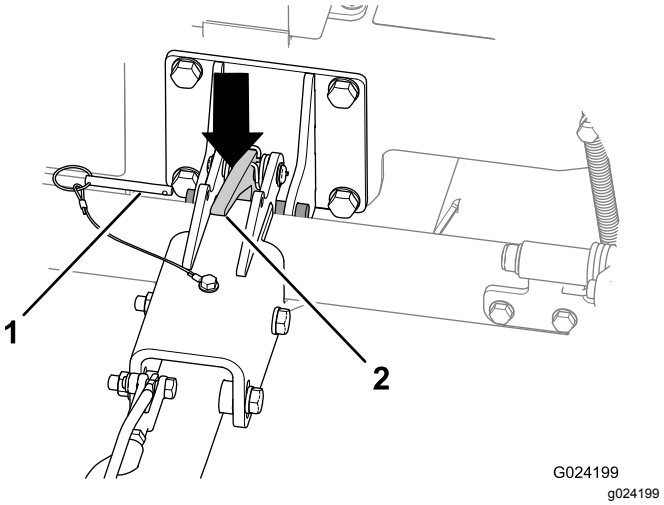

Figuur 27
A. Verwijder de borgpen (Figuur 27).
C. Duw de pal van de trekhaak naar beneden om de trekhaak te ontgrendelen (Figuur 27).